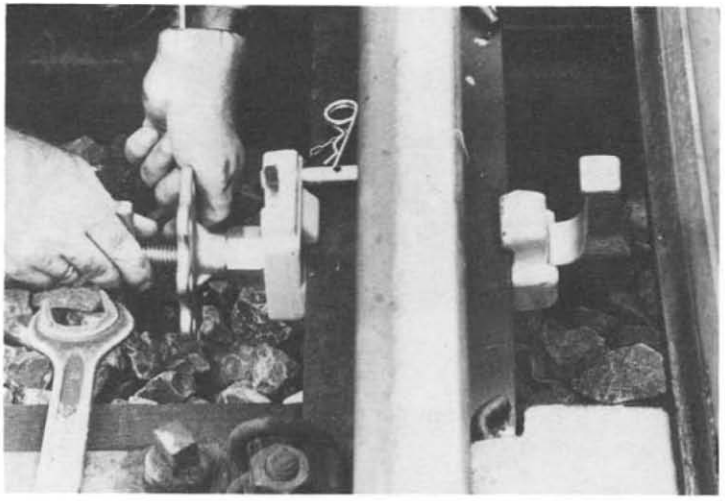

Bild 8
2. Am Handgriff ziehen und das Handrad bis an die Mutter herandrehen. Der Verschlußkloben muß jetzt in der eingearbeiteten Nut des inneren Klemmstücks eingerastet sein (vgl. Bild 8).